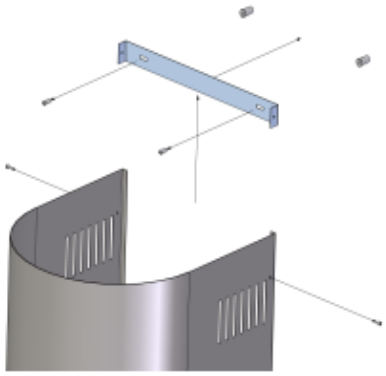

Рис. 3
6. Выдвиньте верхний короб (3) и соедините с помощью шурупов (7) с кронштейном (4) (рис. 3).